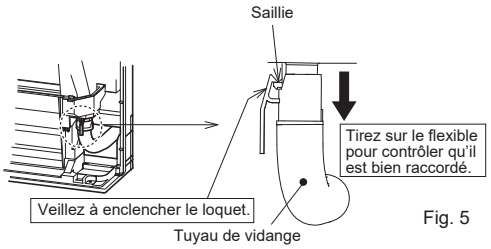

Fig. 5
- Insérez complètement le tuyau de vidange dans le fond du bac de vidange (connexion terminale). (Fig. 5)